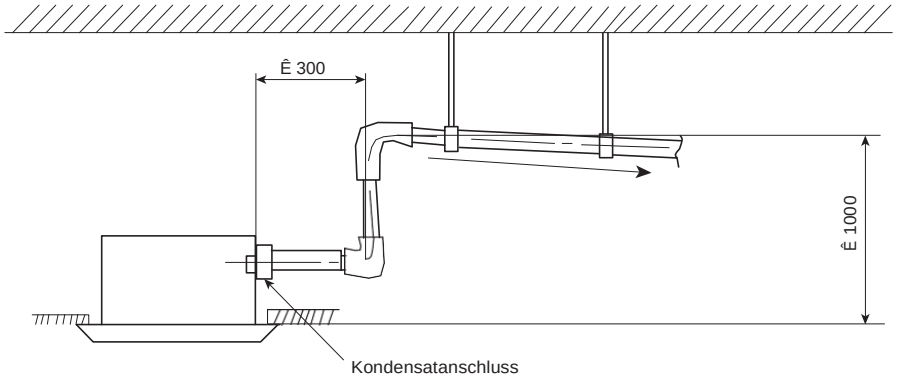

Bild 26: Verlegen der Steigleitung
- Die Entfernung vom Innengerät bis zur Steigleitung darf 300 mm nicht überschreiten (siehe Bild 26)